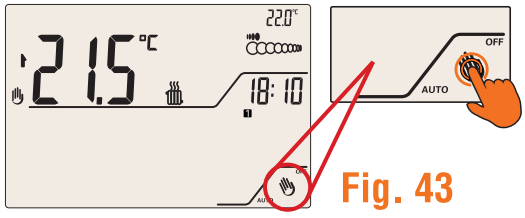
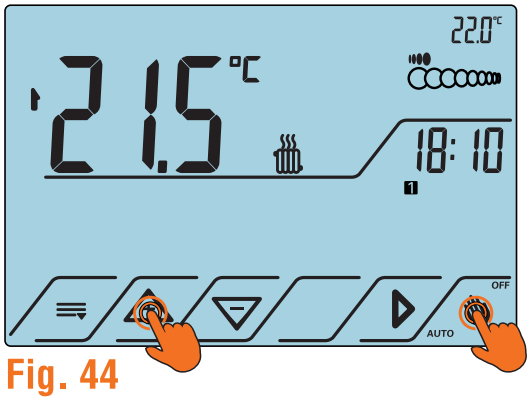
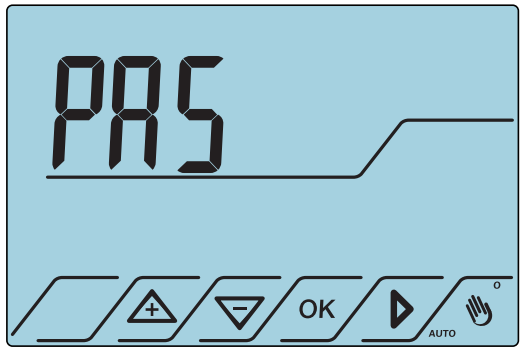
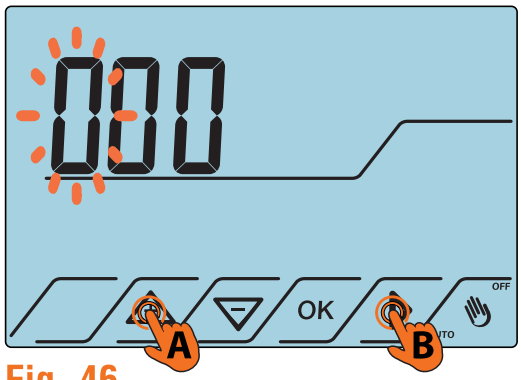

Fig. 43
Fig. 44
Fig. 45
Fig. 46
1. Attivare il cronotermostato premendo il tasto AUTO OFF (Fig.43). Il display si illuminerà, mostrando le icone dei comandi touch (Fig.44).
2. Premere contemporaneamente i tasti AUTO OFF e ⊕ per circa 3 secondi (Fig.44), comparirà la scritta "**PAS**" (Fig.45) la prima cifra a sinistra della password inizierà a lampeggiare (Fig.46).
3. Utilizzare i tasti ⊕ o ⊖ per selezionare la prima cifra della password, poi premere il tasto ▷ per confermare e passare alla cifra successiva (Fig.46).